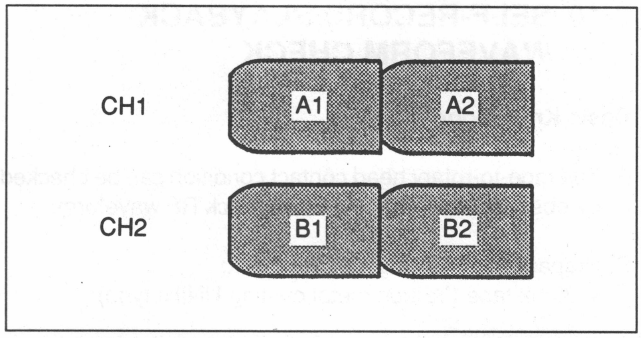

Fig. 8-10-2 Self Recording/Playback Waveform Check (1)
3. Play back the recorded portion. (Refer to Fig. 8-10-2.)
- Check all the A1, A2, B1, and B2 channels shown in Fig. 8-10-2.